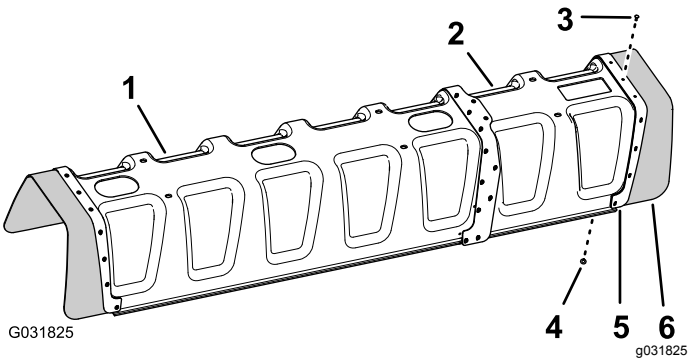

Figuur 182
5. Lijn de gaten in de rubberen afdekking en de verstevigingsplaat (enkele rij) die u verwijderd hebt in stap 2 uit met de gaten in het uiteinde van het verlengstuk van de afdekking (Figuur 182).